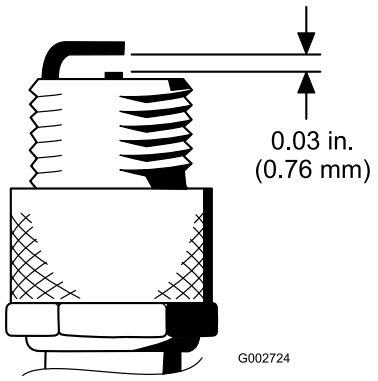

**Figure 44**
4. Réglez l'écartement entre les électrodes centrale et latérale à 0,76 mm (Figure 44).